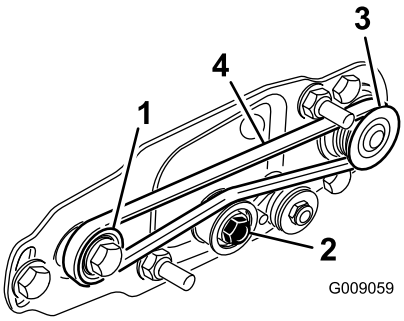

Figura 16
- Passe a correia em redor da polia **acionada** e, em seguida, sobre a parte superior da polia intermédia (Figura 16).
- Ligue a correia na polia da **transmissão** (Figura 16).